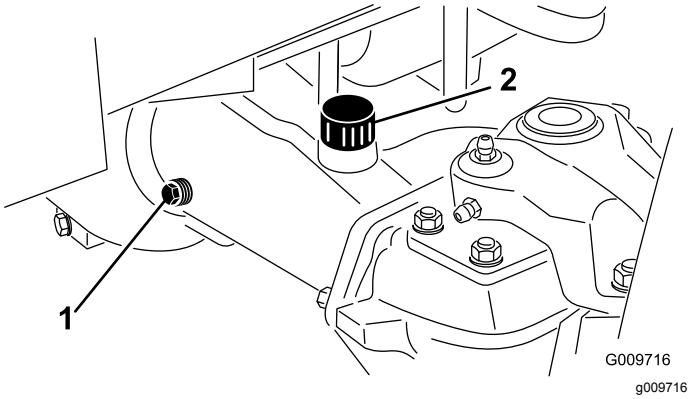

Figur 84
2. Fjern en kontrolprop fra én ende af akslen, og sørg for, at væskestanden når op til bunden af hullet (Figur 84).